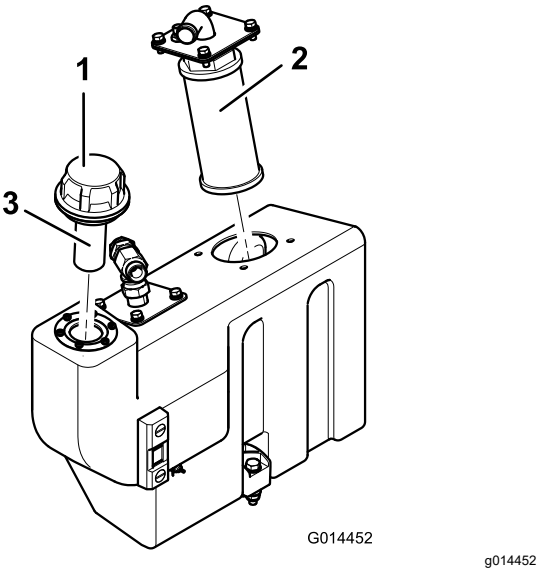

Figur 73
1. Fjern sugeflensen for oljetanken for å få tilgang til sugesilen (Figur 73).
2. Skru ut og fjern filteret og rengjør med parafin eller bensin før installering (Figur 73).